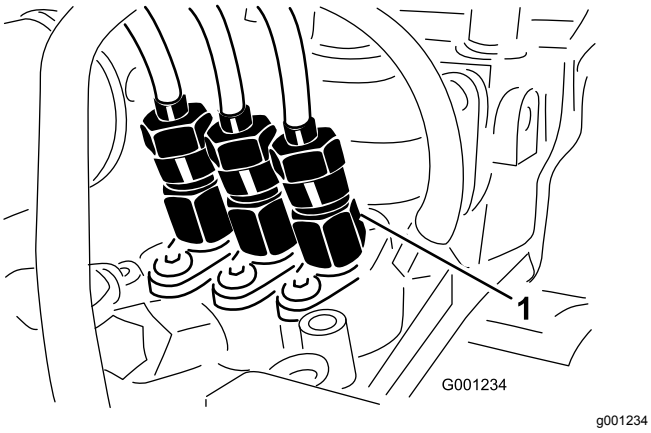

Figur 52
1. Lossa rörmuttern på insprutarmunstycke nr 1 och hållaren vid insprutarpumpen (Figur 52).